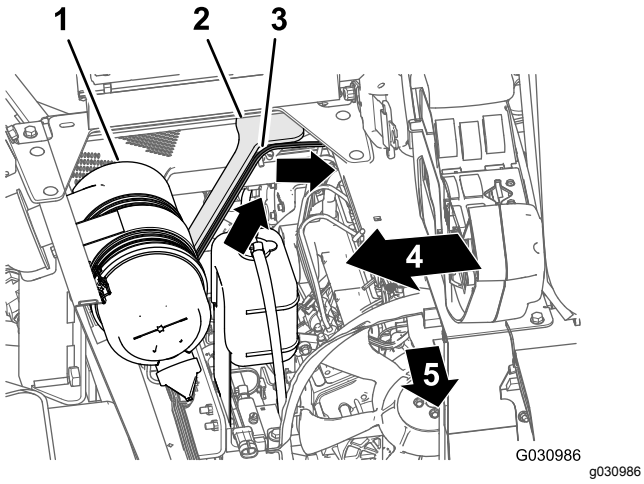

Figur 136
1. Dra kablagedelen på 165 cm uppåt och in i den bakre delen av motorrummet, längs motorhöljets högra stöd och framför kanalen som förbinder luftfiltret och motorn (Figur 136).